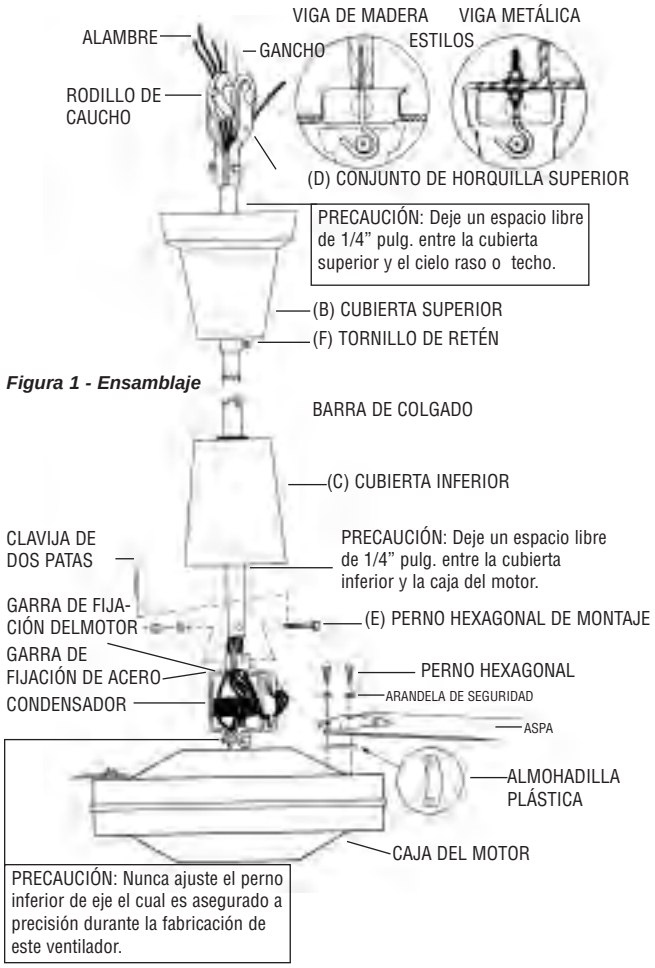

***Figura 1 - Ensamblaje***
2. En la garra de fijación (A) del motor, retire la clavija de dos patas y afloje la tuerca hexagonal. Retire cuidadosamente la arandela resortada y el tornillo hexagonal (E). ***(Véase la Figura 1)***
3. Deslice la cubierta superior (B) (en forma de campana) hacia arriba por la barra. Deslice la cubierta inferior (C) hacia arriba por la barra.
4. Inserte los 5 cables eléctricos y el cable de seguridad a través del orificio central en la garra de fijación de acero sobre el motor (A) y luego continúe insertando los cables eléctricos y el cable de seguridad a través de la barra de colgado hasta que los cables eléctricos y el cable salgan en el extremo superior (horquilla).
**PRECAUCIÓN: Las aspas deben sujetarse al motor según se muestra en la Figura 1. NO invierta las aspas durante la instalación.**